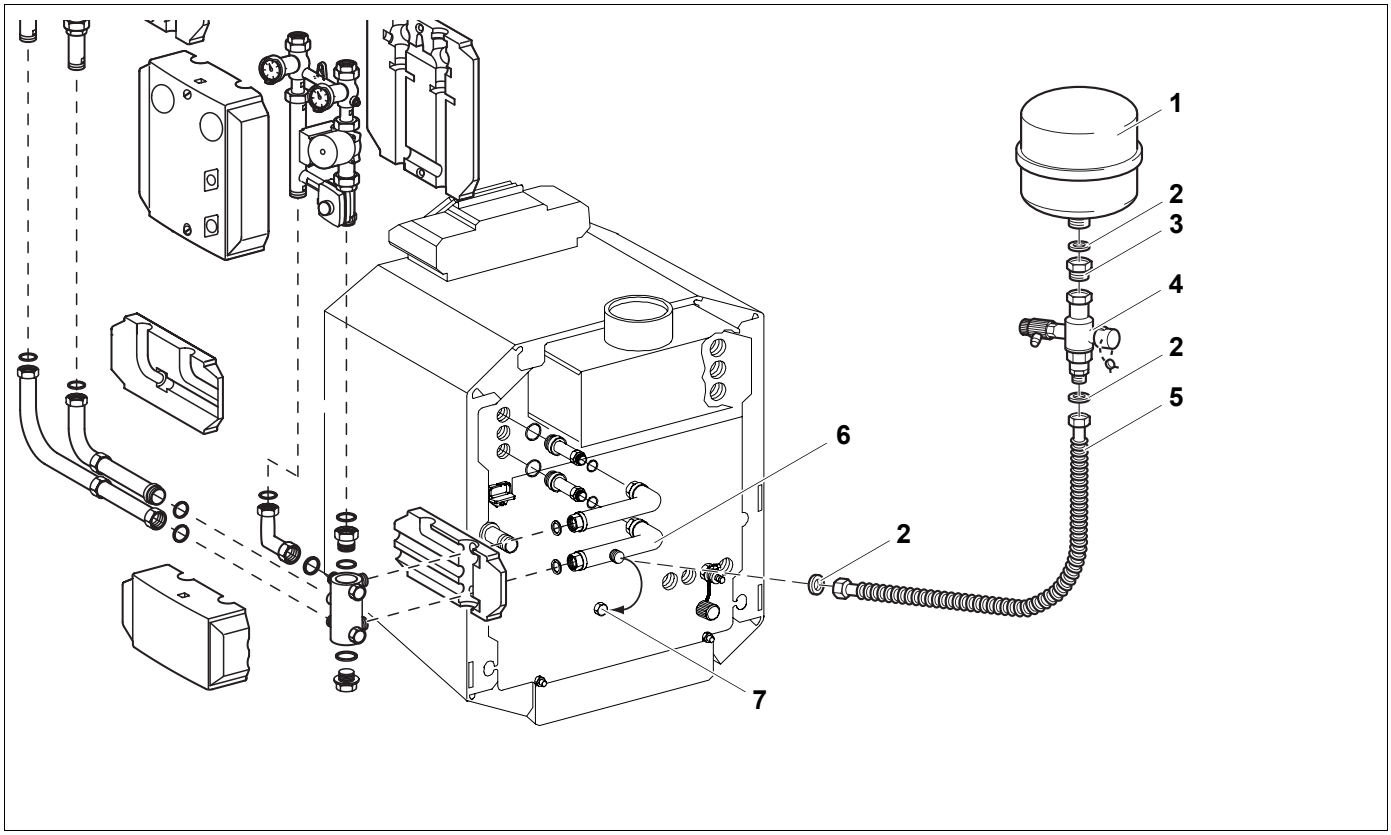

Рис. 1 Монтаж комплекта подключения расширительного бака к котлу G134 с комплектом подсоединения KAS 2
Экспликация к рис. 1
- Выкрутить заглушку G ¾ (рис. 1, поз. 7) из отвода трубы обратной линии (рис. 1, поз. 6).
- Установить уплотнение (Ø 20 x 24 x 2) (рис. 1, поз. 2) в накидную гайку гофрированного металлического шланга (рис. 1, поз. 5) и прикрутить ее к отводу трубы обратной линии (рис. 1, поз. 6).
- Установить уплотнение (Ø 20 x 24 x 2) (рис. 1, поз. 2) в переходник G 1 (наружная резьба) x Rp ¾ (внутренняя резьба) (рис. 1, поз. 3) и привернуть его к расширительному баку (рис. 1, поз. 1).
- Колпачковый вентиль с накидной гайкой (рис. 1, поз. 4) привернуть к переходнику (рис. 1, поз. 3).
- Установить уплотнение (Ø 20 x 24 x 2) (рис. 1, поз. 2) в накидную гайку гофрированного металлического шланга (рис. 1, поз. 5) и прикрутить ее к колпачковому вентилю (рис. 1, поз. 4).